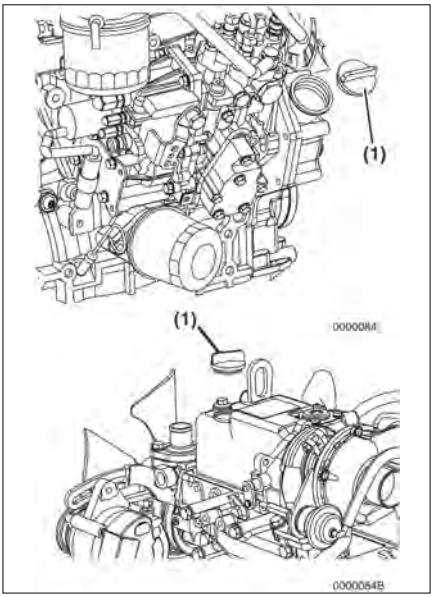

Figure 5-1
4. Remove one of the oil filler caps **(Figure 5-1, (1))** to vent the engine crankcase and allow the engine oil to drain more easily.